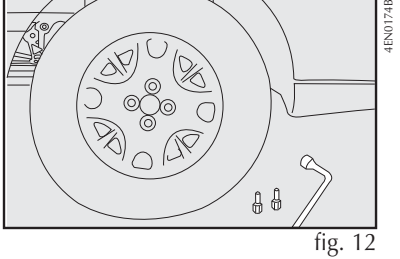

fig. 12
10) apertar os parafusos utilizando a chave de roda específica **fig. 12**;